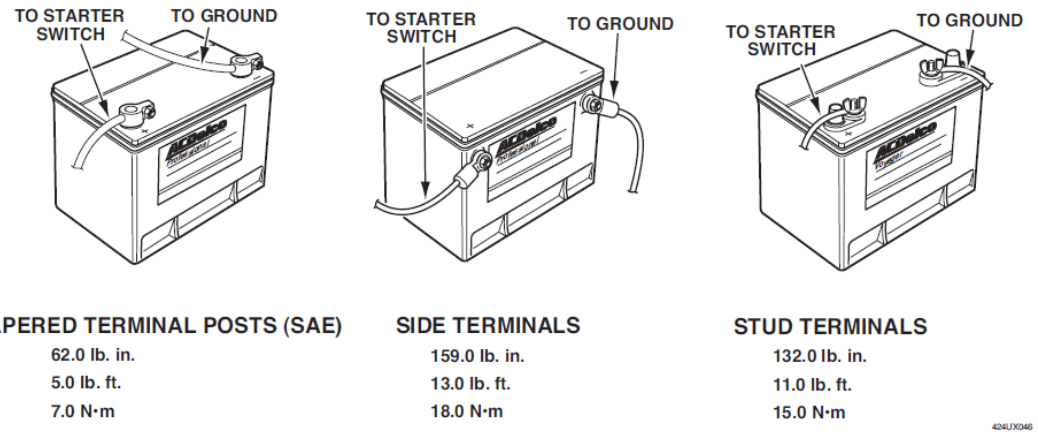

Figure 4-6, Battery Connections and Proper Torque
- Battery cable connections should be securely tightened to torque specifications as shown in Figure 4-6.
When securing the cables to the battery terminals, observe the torque specifications in Figure 4-6.